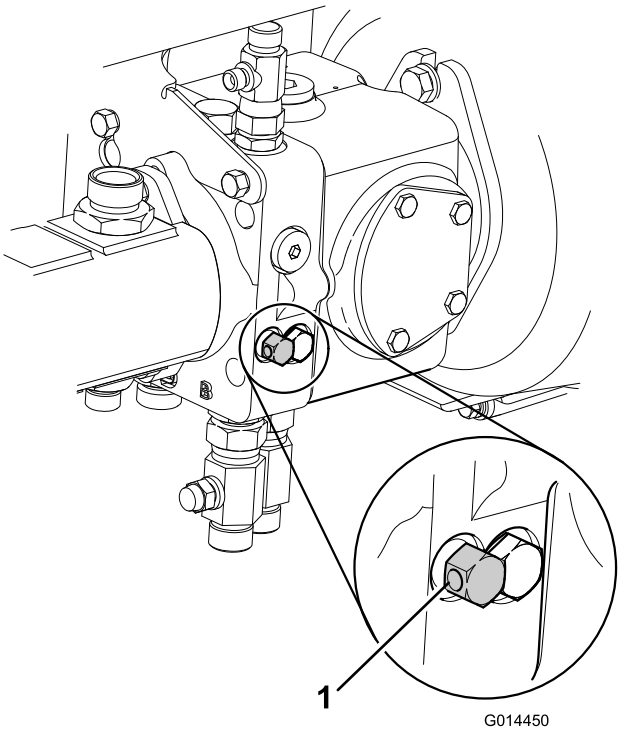

Figuur 53
7. Schakel het hydraulische bedrijfsremsysteem uit door de omloopklep onder de transmissiepomp maximaal 3 slagen linksom te draaien (Figuur 53).